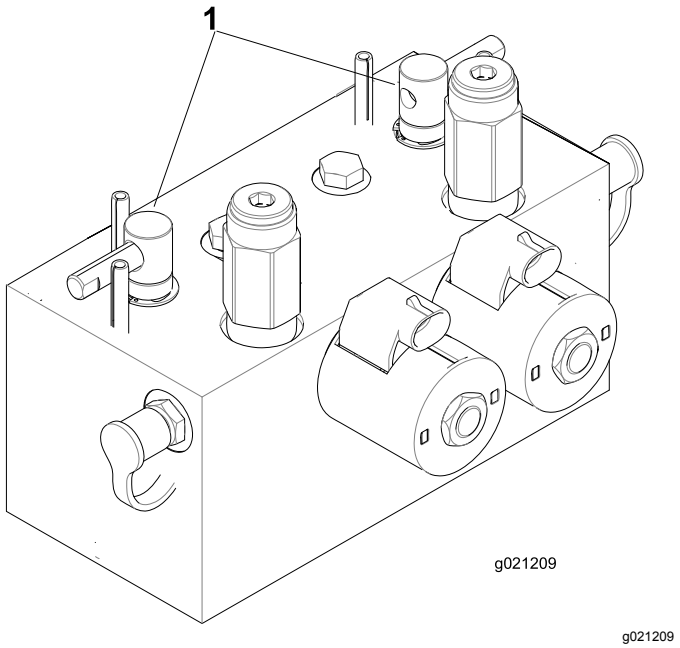

Figuur 109
2. Ontgrendel de stoel en til deze omhoog zodat u bij de wethendels kunt komen (Figuur 109).
5. Kies met de voorste, achterste of beide wethendels de messenkooien die moeten worden gewet (Figuur 109).